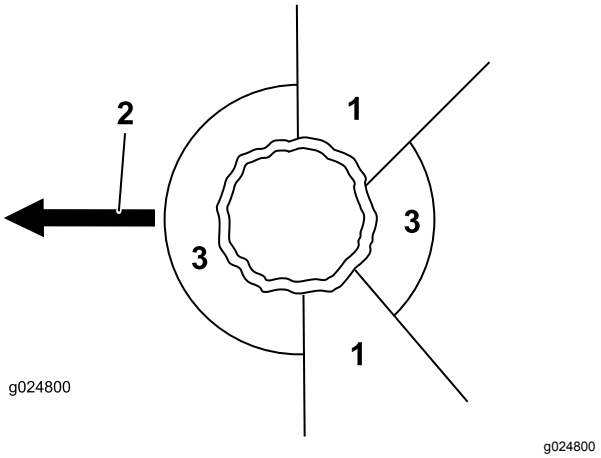

Figura 14
2. Determine una vía de escape despejada y segura para retirarse de la zona de peligro, consulte Figura 14.